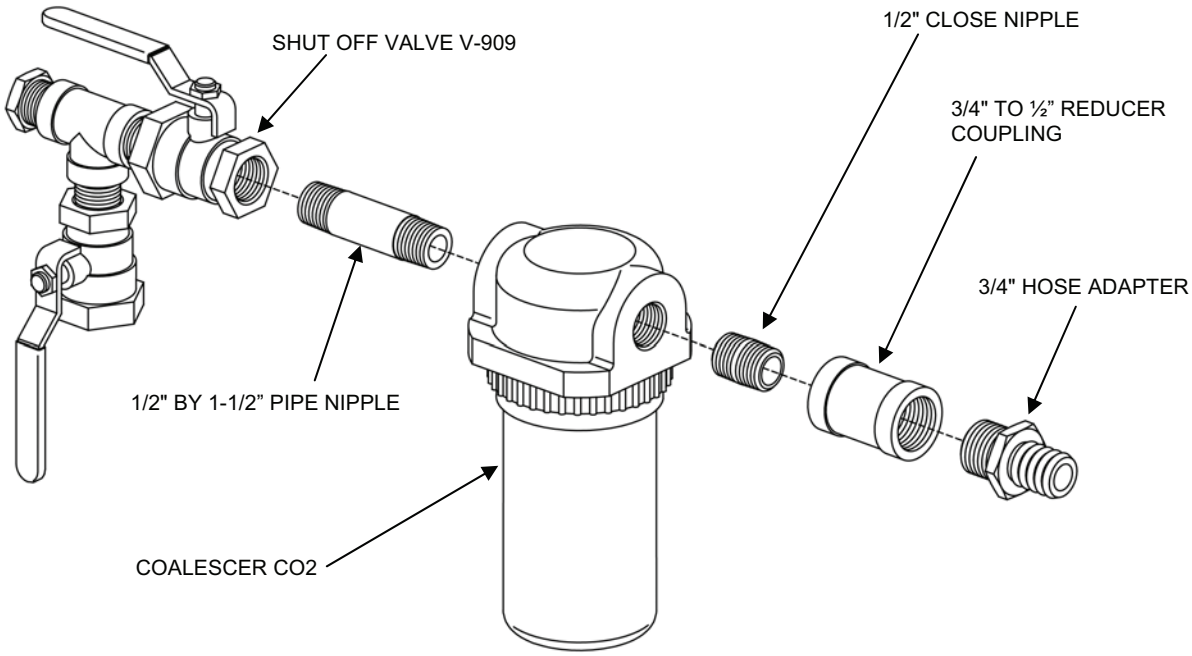

Figure 11. Oil/Water Coalescer CO2.
3. Disconnect the coalescer from the ½-in. by 1½-in. nipple that connects the coalescer to Shutoff Valve V-909 (see Figure 11).
c. Thread Shut-Off Valve V-909 onto the ½-in. by 1½-in. pipe nipple. Do not over-tighten. Refer to Figure 11 for correct positioning of the valve and coalescer.